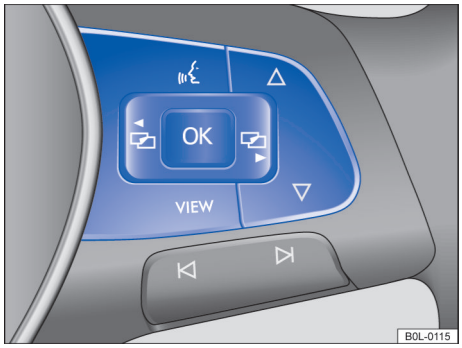

图 14 多功能方向盘右侧：用于操作组合仪表菜单和信息显示的按键（本类型仅为示例）
只要显示某个优先等级为 1 的警报信息 → 第 16 页，就不能调出任何菜单。某些警报信息可以通过多功能方向盘上的按钮 OK → 图 14 确认和隐藏。
– 若显示屏显示一条信息或车辆象形图，按压操纵杆上的按钮 OK → 图 14，必要时按压多次。
– **装备数字组合仪表（基本型）的车型：**取决于所选信息模式，可通过按钮 或 打开选择菜单，然后通过按钮 或 → 图 14 浏览选择菜单。或直接通过按钮 或 → 图 14 打开并浏览选择菜单。
– 如需打开菜单显示项则按压按钮 或 ，如需打开信息显示项则按压按钮 OK → 图 14，等待数秒钟，直至系统自动打开菜单或显示信息。
– 在显示的菜单里按压箭头按钮 或 → 图 14，直至显示屏显示所需菜单项。选定的菜单项通过一方框显示选中标记
– 按压按钮 OK → 图 14 进行所需改动。“勾号”表示所选的系统或功能处于激活状态。
按压按钮 或 → 图 14 即可退出该菜单。
装备数字组合仪表的车辆：通过 VIEW 按钮 → 图 14 可以切换不同的信息模式。